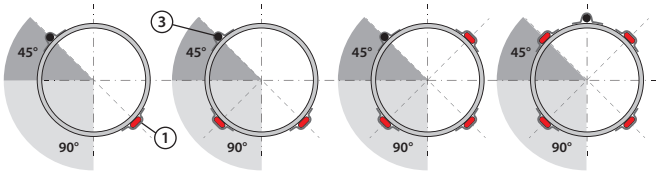

Bild. 2
5. Raka ledningar och givare ska monteras enligt bild 2. Lindade kablar fästs med aluminiumtejp på det sätt som visas, med cirka en meters mellanrum.